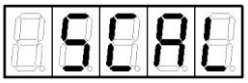

Рисунок 8
2. С помощью кнопок ← и → пролистать меню до появления на индикаторе заголовка подменю "SCAL" (рисунок 8).